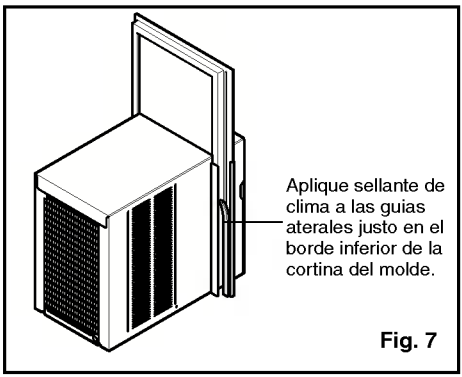

Fig. 7
9. Corte dos sellos de guía laterales con la misma longitud. Retire la protección y aplíquelo en el lateral trasero de las guías laterales del compartimento comenzando por debajo del conjunto del marco de la cortina. Corte lo que sobre de forma que el sello quede ajustado al final de la guía lateral. (Fig. 7)